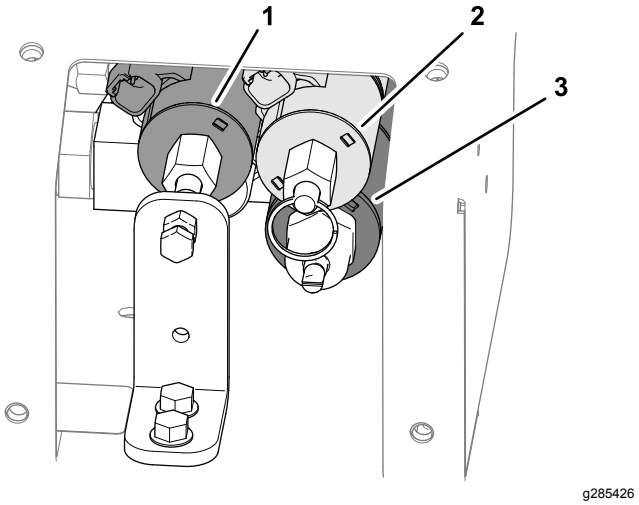

Figur 29
3. Finn de tre kontrollventilene (Figur 29).